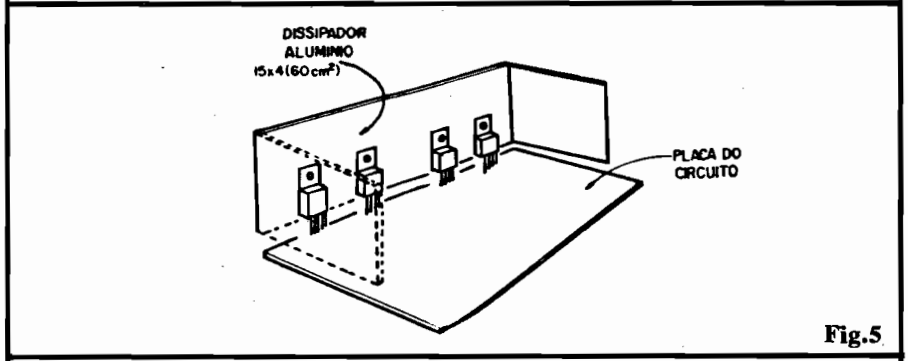

Fig.5
– FIG. 5 – Instalação do dissipador. Os Integrados trabalham normalmente aquecidos, devendo portanto ser dotados de dissipador metálico com área mínima de 60 cm². São várias as opções para tal providência: uma simples placa de alumínio (1 a 2 mm de espessura) com 15 x 4 cm., dobrada e acoplada com parafusos e porcas às lapelas metálicas dos Integrados, é a solução mais simples. Também podem ser usados dissipadores comerciais, dotados de aletas. Outra possibilidade é usar-se a própria **caixa metálica** eventualmente escolhida como **container** para o amplificador, simplesmente parafusando-se a lapela metálica ds Integrados à superfície interna da dita caixa. Como as lapelas metálicas dos Integrados utilizados correspondem eletricamente às suas ligações de "terra" (pino 3) não há necessidade de nenhum isolamento entre os Integrados e a placa dissipadora.